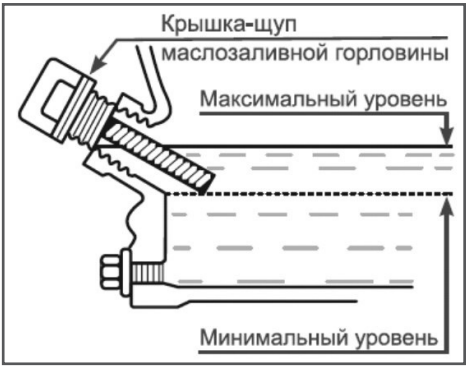

Рис. 8 Проверка уровня масла в картере
Максимальный уровень масла в картере соответствует нижней кромке заливного отверстия (Рис. 8).
4. Аккуратно извлеките щуп и осмотрите его. Уровень масла должен соответствовать верхней отметке на щупе. При недостаточном уровне масла в картере необходимо долить чистое масло до верхней отметки на щупе, что соответствует нижней кромке заливного отверстия (Рис. 8).